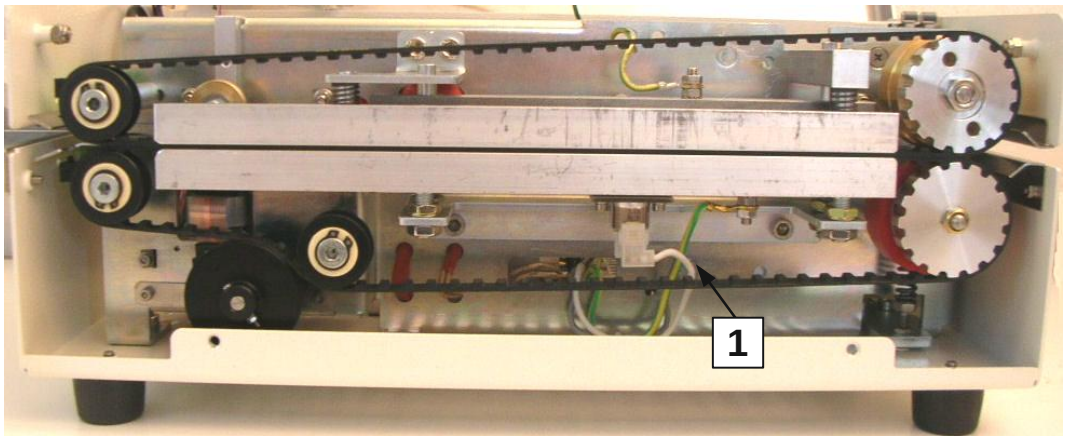
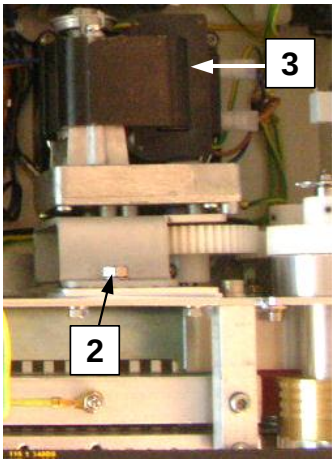

fig.4.5
fig.4.6
- disinserire il gruppo motoriduttore (n.3-fig.4.6) ruotandolo in senso antiorario dopo aver allentato la vite superiore di bloccaggio (n.2-fig.4.6) e la vite di rotazione (n.1-fig.4.5)